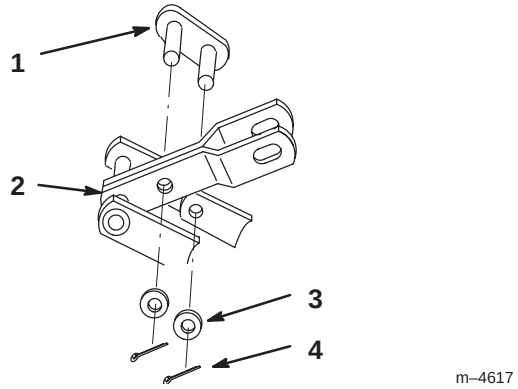

Abbildung 2
3. Den Gelenkbügel zwischen Mähwerkbügel und Gestellhubarm installieren (Abb. 2).
4. Mit 1/2”-Unterlegscheiben und 26 mm-Splinten (1”) befestigen (Abb. 2).